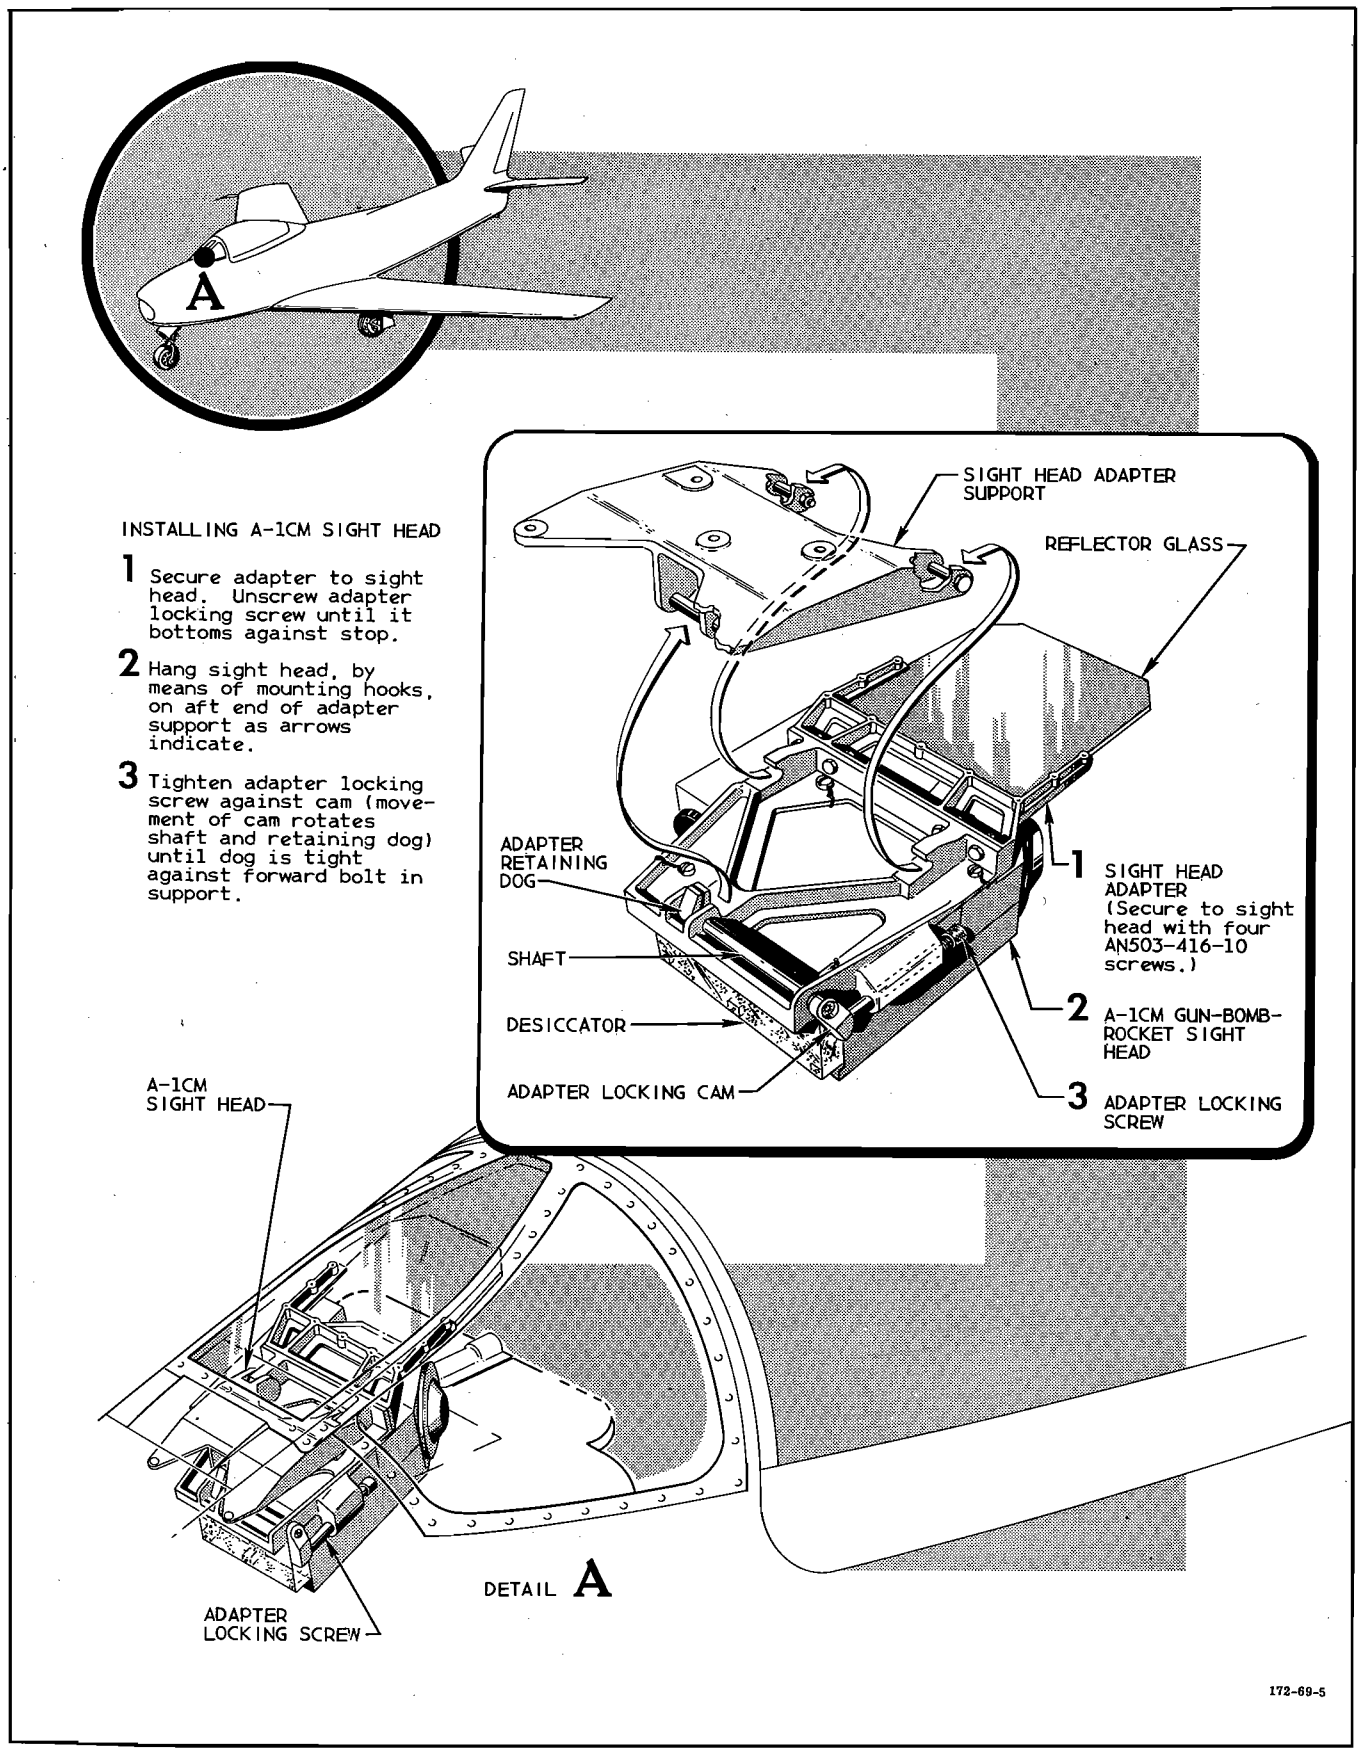

Figure 9-37. Installing A-1CM Sight Head and Reflector Glass
i. Press electrical caging button and observe sight reticle image dot. The dot should appear to be superimposed on the sight aligning mark on the target board. If adjustment in azimuth is required, lower instrument panel and remove azimuth adjustment cover plate. Adjust reticle image in azimuth by first loosening lockscrew; then, while depressing electrical caging button, turn azimuth adjustment screw (figure 9-36) until center dot of reticle is superimposed on sight aligning mark on target board. Release caging button and tighten lockscrew. Replace azimuth adjustment cover plate and reinstall instrument panel. If adjustment in elevation is required, remove access plate on right side of sight head. (See figure 9-37.) To align the center dot with sight aligning mark on target board, first loosen locknut, and then rotate elevation adjustment bolt while depressing electrical caging button (figure 9-36) until center dot is properly aligned with sight aligning mark on target board. Tighten locknut and replace access plate.
9-209. ADJUSTING A-1CM SIGHT HEAD. If it is necessary to adjust a new sight head before checking and installing it in the airplane, proceed as outlined in figure 9-37.
9-212. ADJUSTING A-1CM SIGHT HEAD BOMBING STOP. Before adjusting sight head bombing stop, lower instrument panel and remove cover on underside of sight head. (See figure 9-37.) Then set controls and accomplish test outlined in step l. of paragraph 9-198. Make sure field test unit is not installed and dummy plug is in place in field test socket in airplane. Accomplish adjustment as follows:
9-214. INSTALLING A-1CM SIGHT HEAD. See figure 9-37.